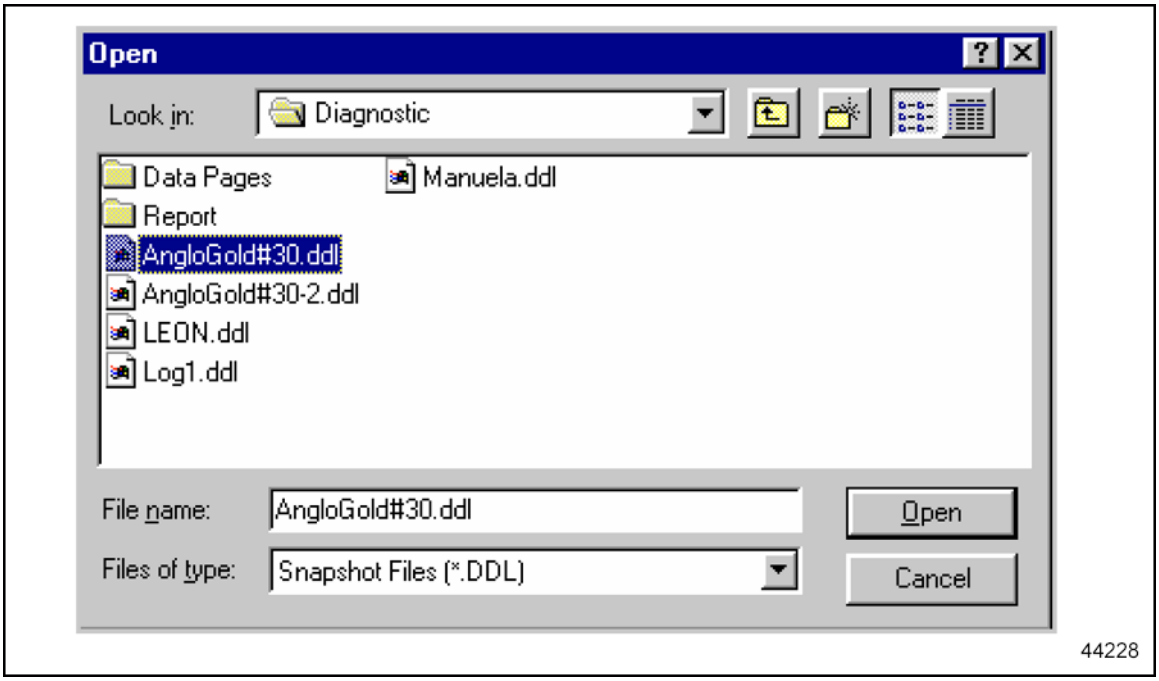

Figure 6-6 Snapshot Dialog Box
2. A dialog box will appear listing all the available snapshot files. See Figure 6-6.